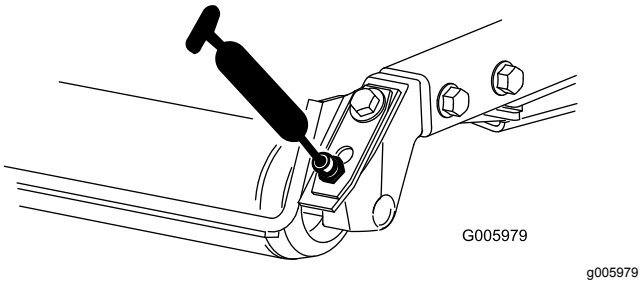

Figuur 53
- Lagers van achterrol (2 per maaidek) (Figuur 53)